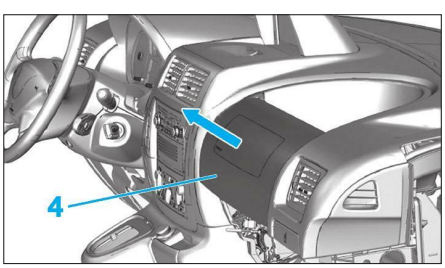

**Fig. 5**
• Dégager puis déposer l'airbag passager (4) **(Fig.5)**